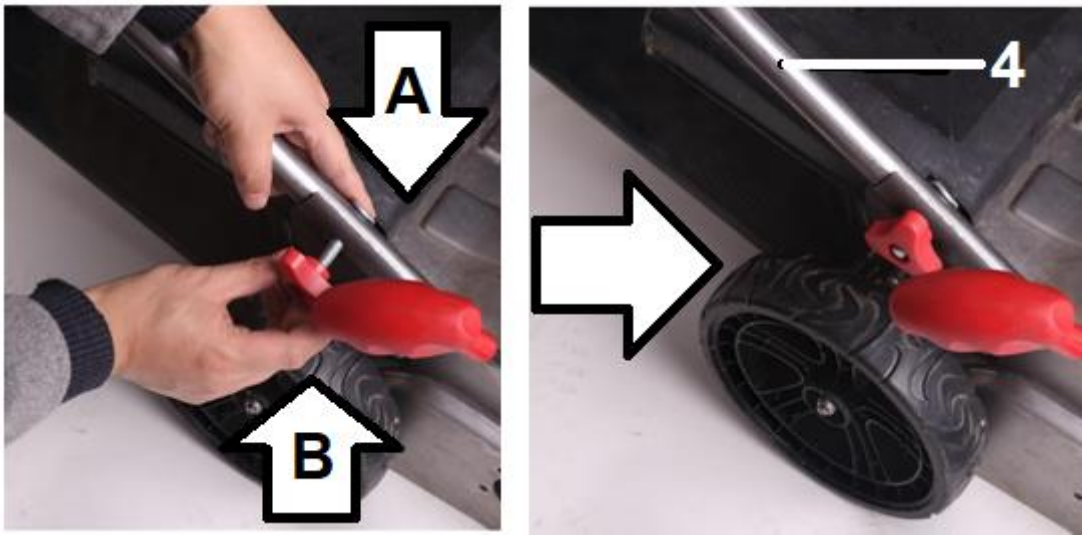

Rys. 2
1. Dolny uchwyt (Rys. 2 poz. 4) przymocuj do korpusu z obu stron obudowy używając śrub (Rys. 2, poz. A) i podkładek z nakrętkami motylkowymi (Rys. 2 poz. B) jak na Rys. 2.